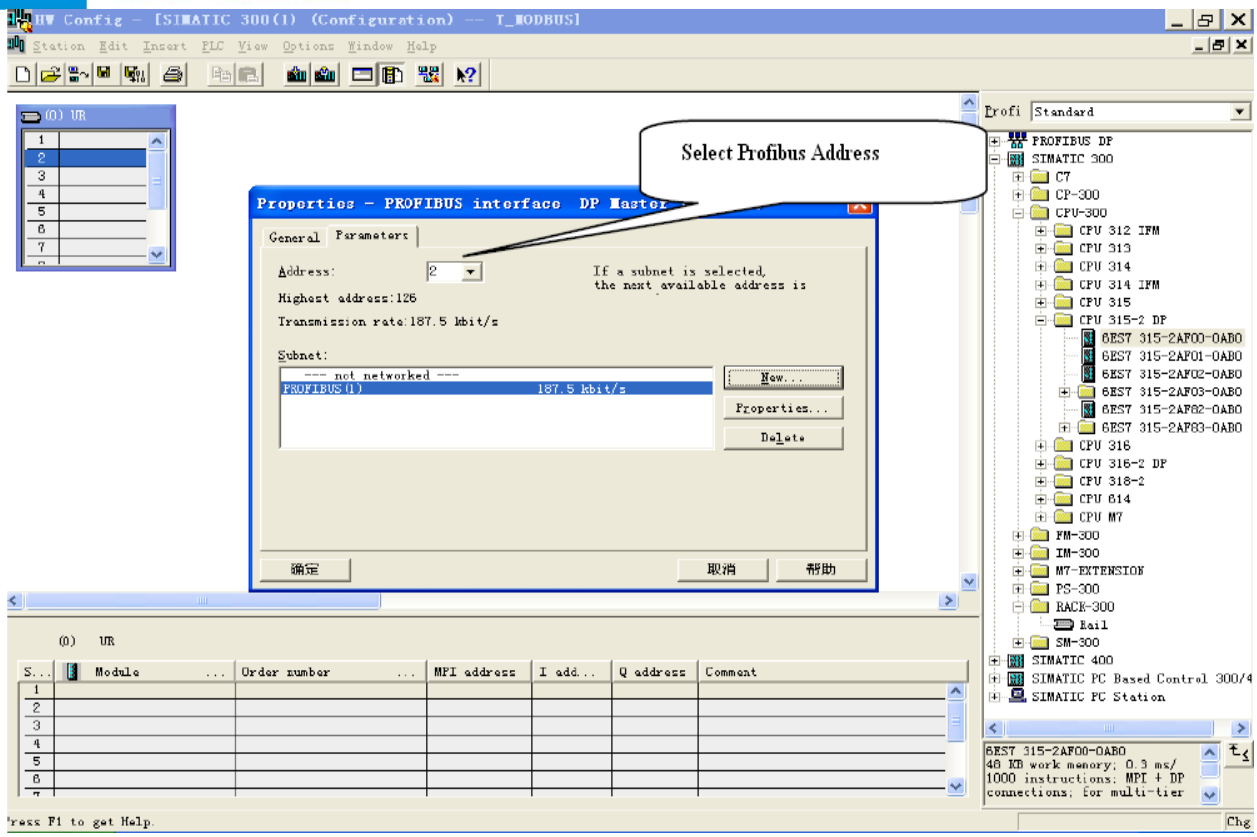

图 11
4. 选择 PROFIBUS Master station 地址，如图 11：